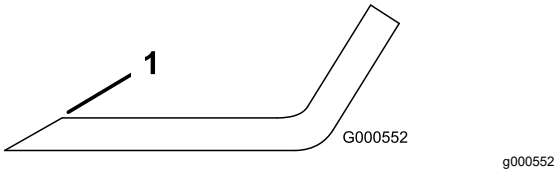

Figur 65
1. Anvend en fil til at slibe begge ender af skærekniven (Figur 65).
Bemærk: Hvis kniven ikke er afbalanceret, skal der slibes lidt mere metal af sejlområdet (Figur 65).